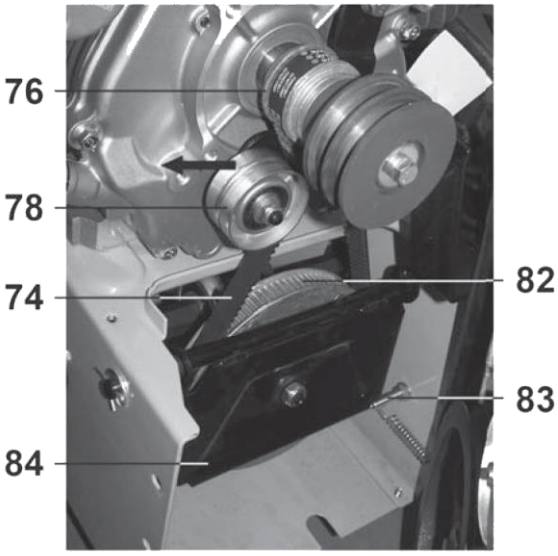

Рис. 42
9.17. Замена ремня привода колес/гусениц (Рис. 42).